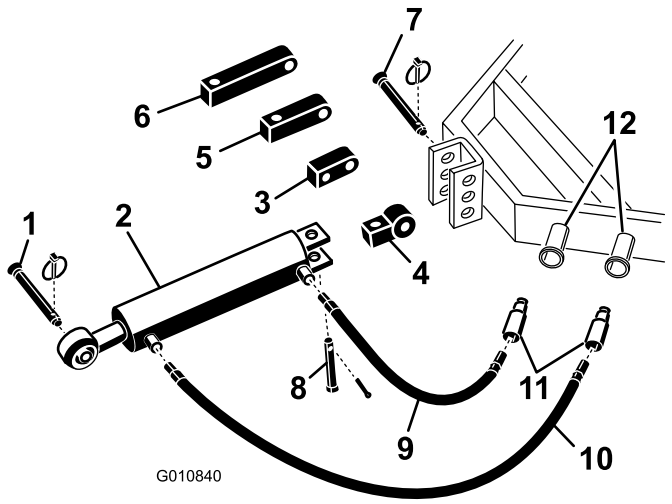

Figur 5
1. Fäst kopplingsänden på den hydrauliska topplänken på traktorn med de sprintar som levererades med traktorn (Figur 5). Placera den hydrauliska topplänken så att stavänden är riktad mot luftaren. Cylinderportarna ska placeras vända mot traktorns hjälphydraulik.
Obs: Om hydraulicylindern måste placeras med portarna vända uppåt justerar du cylindern med hjälp av rotationsblocket i stället för standardmonteringsblocket (Figur 5). En 90-graders hydraulkoppling kan användas istället för rotationsblocket (kopplingar medföljer ej).
A. Avlägsna saxpinnen och sprinten som håller fast standardförbindelselänken på cylindern (Figur 5). Ta bort förbindelselänken från cylindern.
B. Montera rotationsblocket på cylindern med de sprintar som togs bort tidigare (Figur 5).
2. Anslut den 107 cm långa hydraulslangen till den hydrauliska topplänkens port som finns närmast luftaren Figur 5. Använd teflontejp eller rörgängtätning på slanggängorna för att förhindra eventuella läckor.
3. Anslut den 75 cm långa hydraulslangen till den hydrauliska topplänkens port som sitter närmast traktorn Figur 5. Använd teflontejp eller rörgängtätning på slanggängorna för att förhindra eventuella läckor.
Om hydraulicylindern inte når fram till luftarens monteringsfäste använder du ett förlängningsblock i stället för standardmonteringsblocket när du ansluter cylindern till traktorn (Figur 5).
B. Montera förlängningsblocket med önskad längd på cylindern med de sprintar som togs bort tidigare (Figur 5).